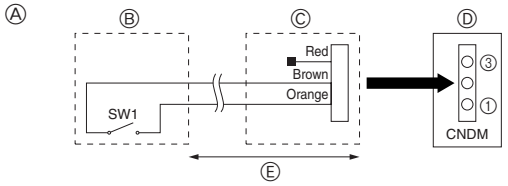

Fig. 8-1
8.1. Modo de baixo nível de ruído (modificação no local) (Fig. 8-1)